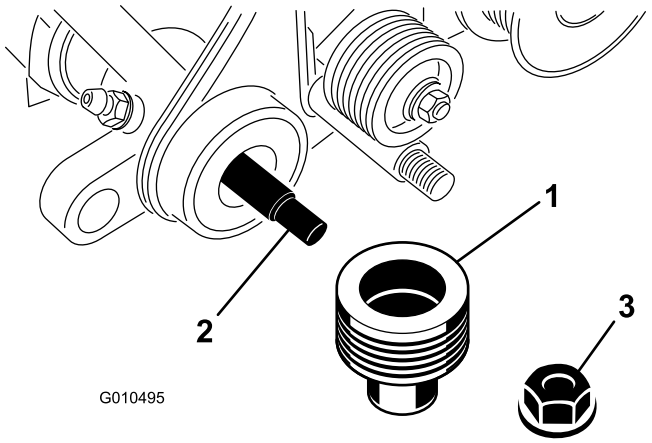

Bild 33
6. Entfernen Sie die Sicherungsmutter, mit der die Antriebsriemenscheibe am Ende der Groomerwelle befestigt ist, und nehmen Sie die Scheibe ab (Bild 33).